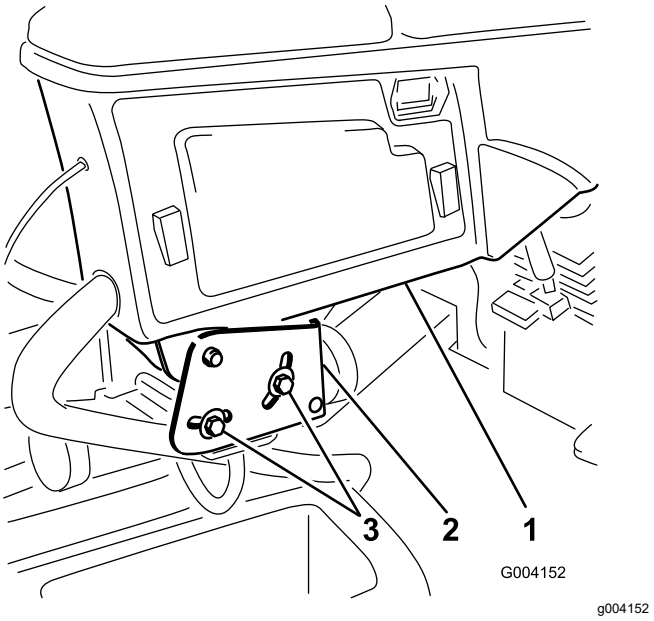

Рисунок 37
1. Ослабьте два болта крепления рычага управления к крепежному кронштейну (Рисунок 37).